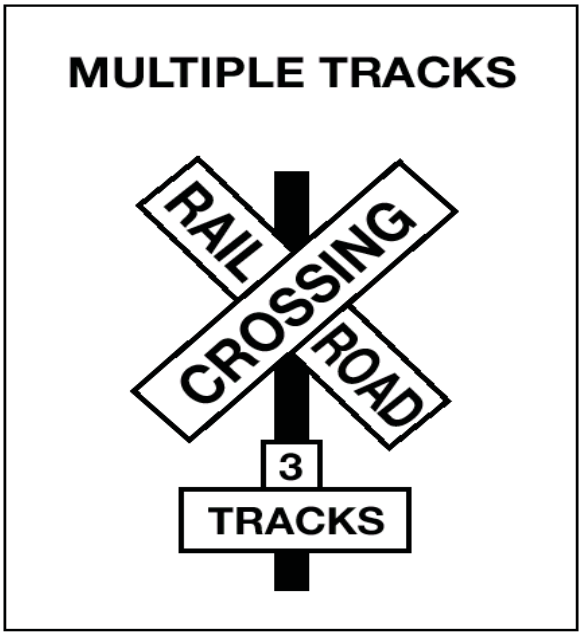

**Figure 2.17**
**Crossbuck Signs.** This sign marks the grade crossing. It requires you to yield the right-of-way to the train. If there is no white line painted on the pavement, you must stop the bus before the crossbuck sign. When the road crosses over more than one set of tracks, a sign below the crossbuck indicates the number of tracks. See Figure 2.17.